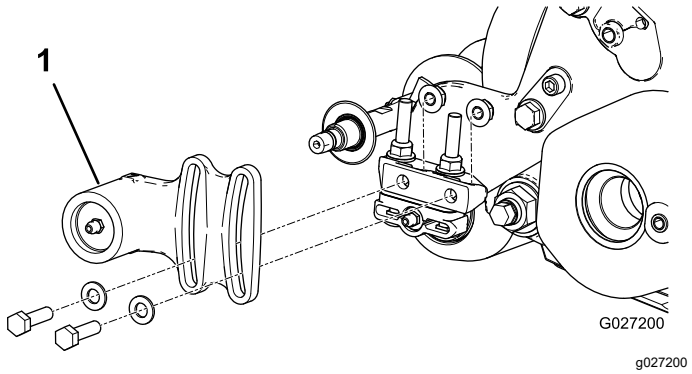
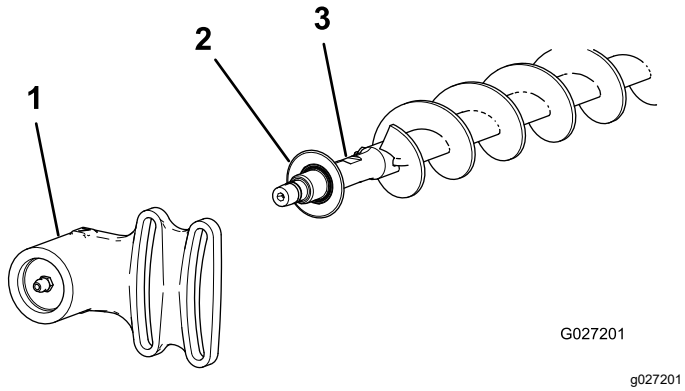

Figure 21
Figure 22
1. If a roller brush is installed on the cutting unit, remove the 2 bolts, washers, and nuts securing the non-drive-bearing housing to the bearing-housing mounting bracket (Figure 21 and Figure 22).
2. Slide the non-drive-bearing housing and the excluder seal off the brush shaft (Figure 22).
9. Install the excluder seal and the non-drive-bearing housing onto the brush shaft (Figure 22).